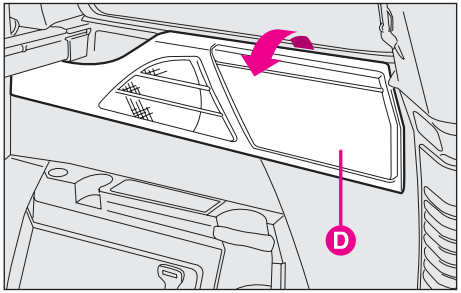

fig. 127
– document compartments **D-fig. 127** on the third row side panels (where fitted). Follow the direction shown by the arrow to open them.